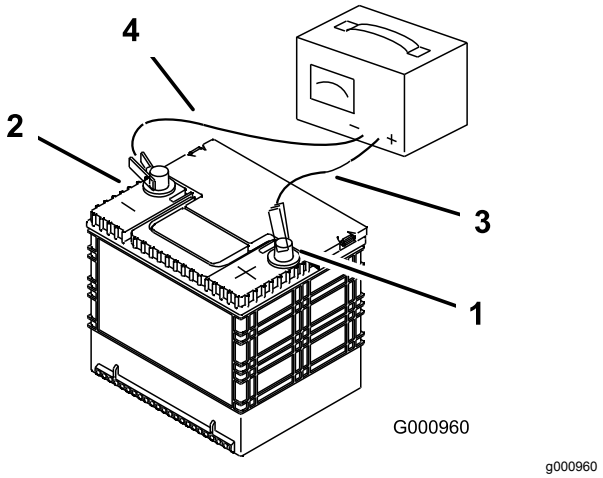

Figuur 71
3. Zodra de accu volledig is opgeladen, haalt u de acculader uit het stopcontact en maakt u vervolgens de oplaadkabels los van de accuklemmen (Figuur 71).